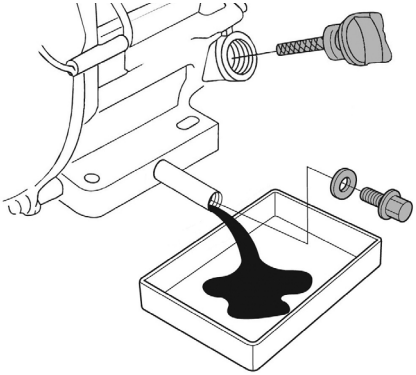

Рис. 43 Замена масла в двигателе
(1) Техническое обслуживание должно осуществляться более часто, при работе в пыльных условиях.
(2) Эти работы должны выполняться только в авторизованном сервисном центре.
7. Удерживая одним ключом трубку-удлинитель от проворачивания, открутите пробку для слива масла и слейте отработанное масло в подготовленную для этого емкость (Рис. 43).